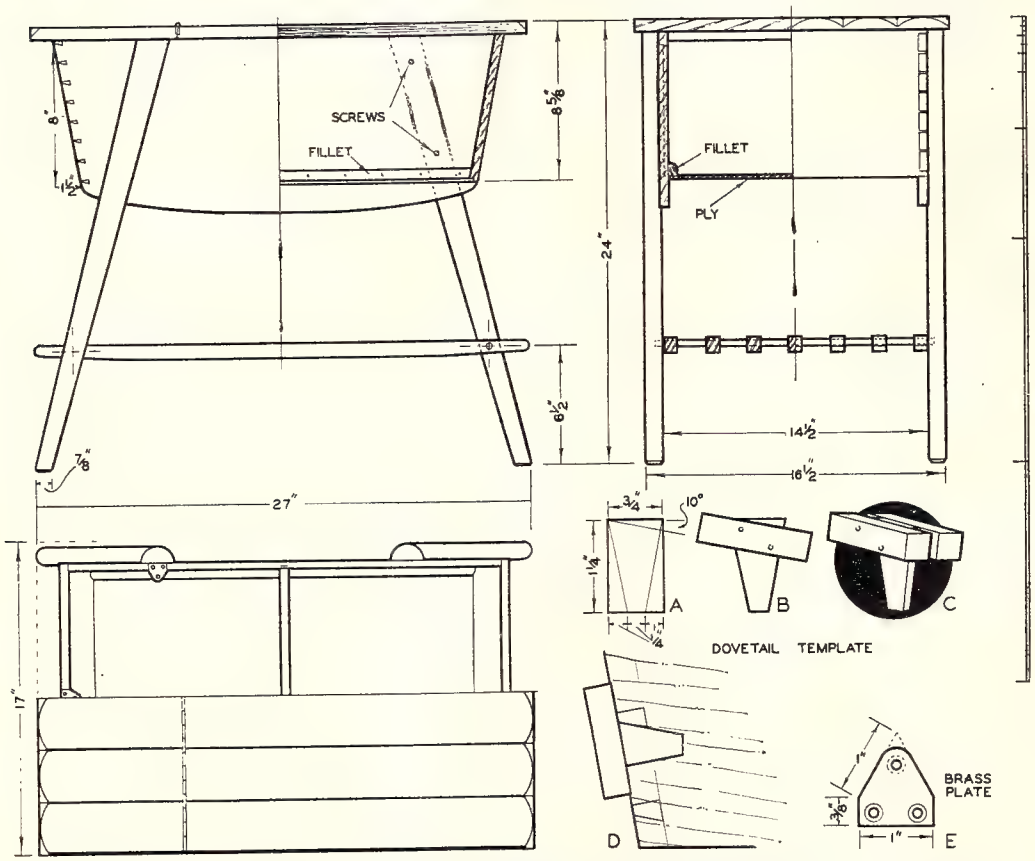
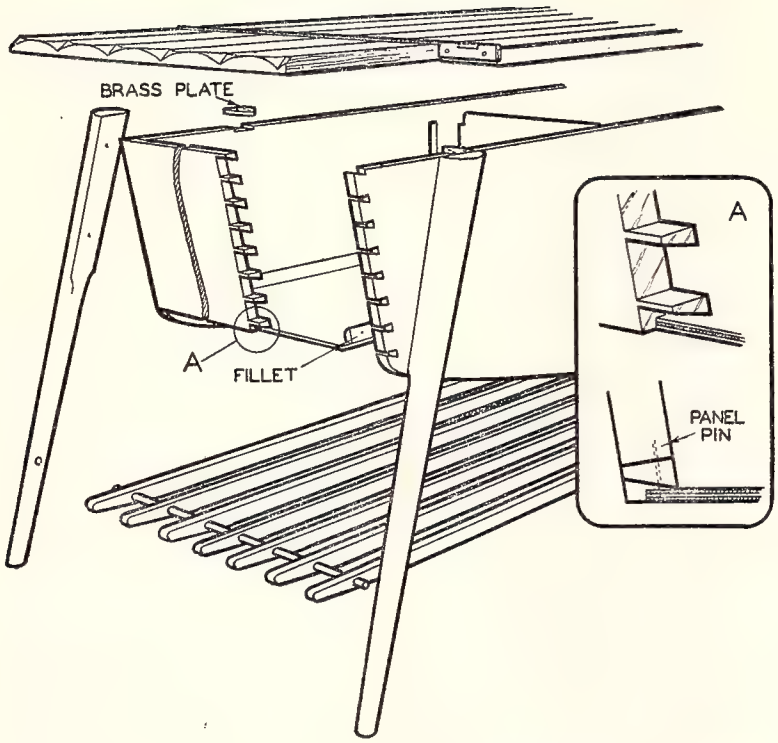

FIG. 2. ELEVATIONS AND PLAN WITH MAIN SIZES, AND TEMPLATE FOR MARKING DOVETAILS
FIG. 3. DETAIL OF CONSTRUCTION WITH ENLARGED VIEW OF BOTTOM PIN
Carcase.—This is constructed from $\frac{3}{8}$ in. timber dovetailed at the corners and having a central partition. Prepare the sides and ends to cover the over-all lengths and widths and mark the angle of slope at each end of the side pieces. This can be taken from the measurements given in Fig. 2; alternatively an angle of 10 degrees is struck off. The
Sloping dovetails are no more difficult to set out than normal but are best marked out with the aid of a special dovetail template. This is made from a piece of stiff card and two short pieces of square stuff. Set out and cut the slope for the dovetail on the card as in Fig. 2 (A) and draw a pencil line from one corner to produce an angle of about 10 degrees. Pin to the template the two pieces of square stuff level with the pencil line and trim off the projection (C). Using this template as at (D) the dovetails can be set out accurately.
Note that the bottom space for the pin, Fig. 3 (A), is *not* level with the bottom edge of the end piece but arranged to come slightly higher to allow for the rebate. Cut the tails and, using these as a template, mark out and cut the pins, also the rebates, the depth of which should be equal to the thickness of the plywood used. Offer the parts together so that the position of the fillet, Fig. 2, can be ascertained and glue and pin in place. Having prepared and shaped the central partition the carcase is glued and cramped together, checked for squareness, and allowed to set.